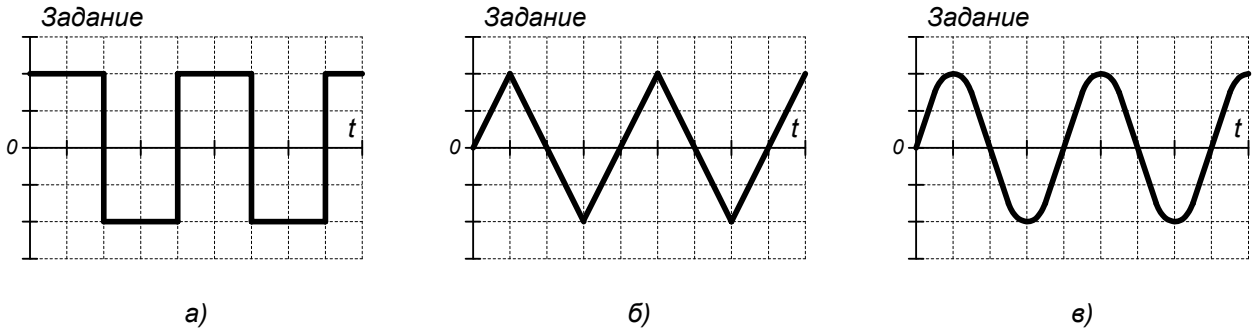

Рис. 9.19. Формы сигнала функционального генератора.
- *Прямоугольный – МЕАНДР (Рис. 9.19, а),*
- *Пилообразный – ПИЛА (Рис. 9.19, б),*
- *Синусоидальный – SIN (Рис. 9.19, в).*